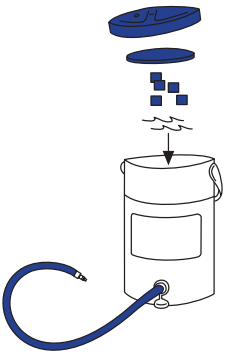

Figur 1
1. Förbered kylaren innan Cryo/Cuff-manschetten appliceras (Figur 1). 156
1. Förbered kylaren innan Cryo/Cuff-manschetten appliceras (Figur 1).